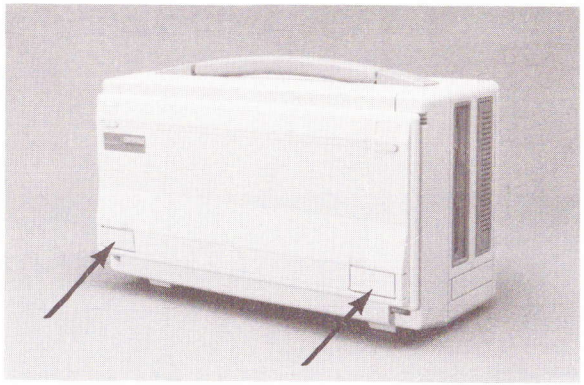

Abb. 2-2: Füße der Tastatur
2. Klappen Sie die Füße der Tastatur◊ aus (Abb. 2-2).